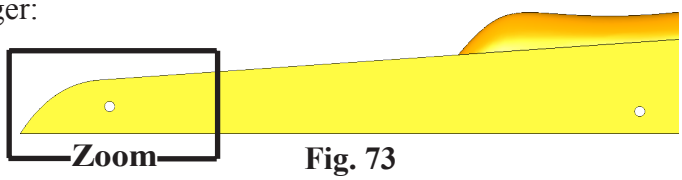

Fig. 73
Step 2. Zoom in around **front axle hole**, **Fig. 73**. To **zoom**, hold down **Shift key** and drag with middle mouse button (wheel). To **pan**, hold down **Ctrl key** and drag with middle mouse button (wheel).